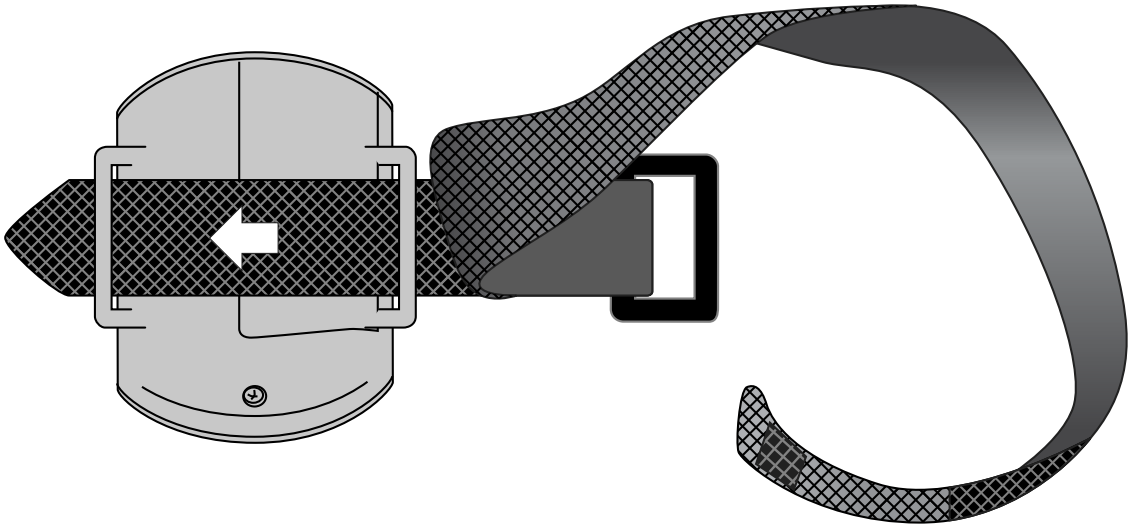
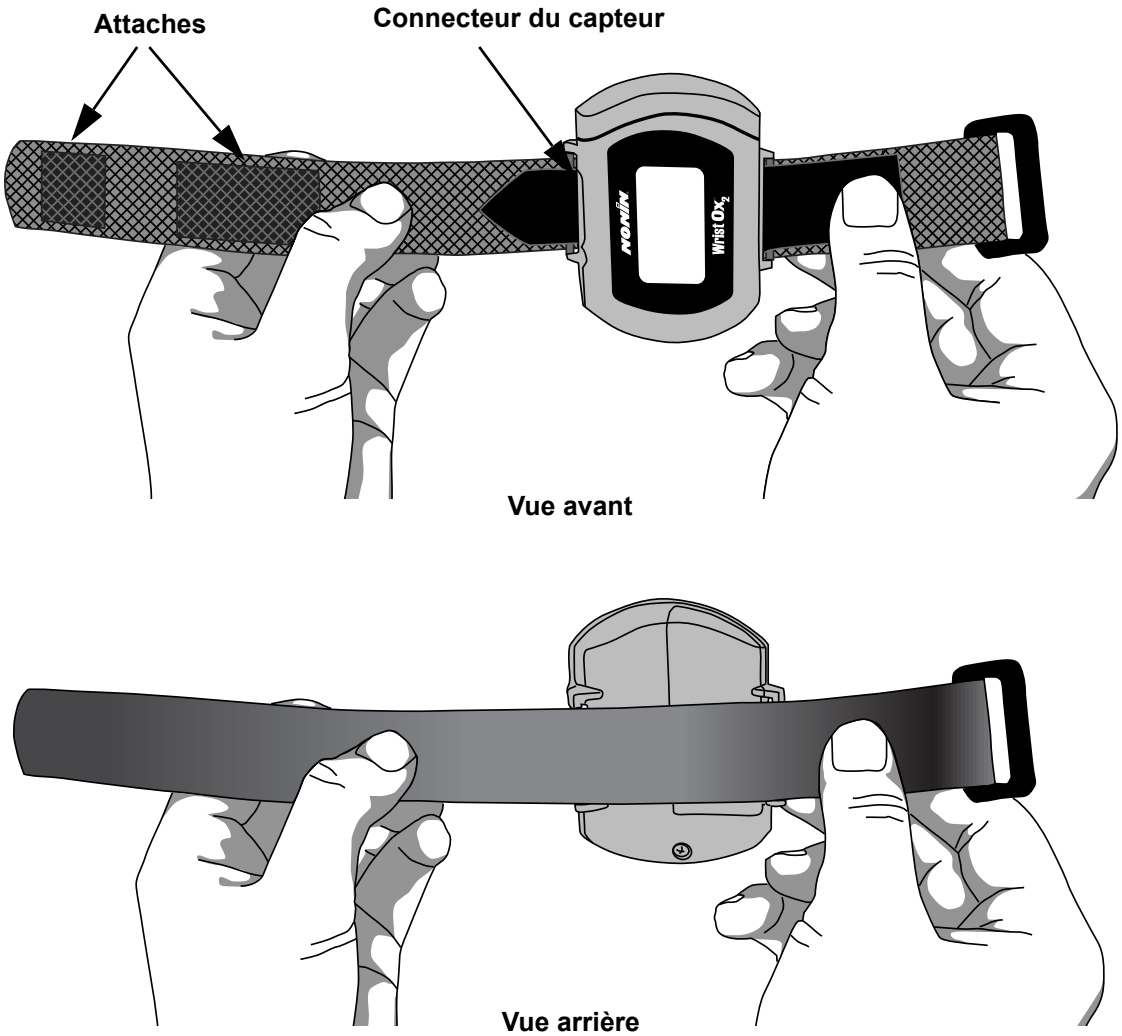

Figure 7 : Enfilez le segment court
Figure 9 : Appareil avec bracelet à usage multiple attaché (vues avant et arrière)
Les figures 7 et 8 montrent comment attacher le bracelet à usage multiple à l'appareil. La figure 9 montre l'avant et l'arrière du bracelet attaché.
1. Vérifiez que le bracelet a été correctement fixé sur l'appareil (figures 9 et 11). Si le bracelet n'a pas été fixé sur l'appareil, voir « Fixation du bracelet ».